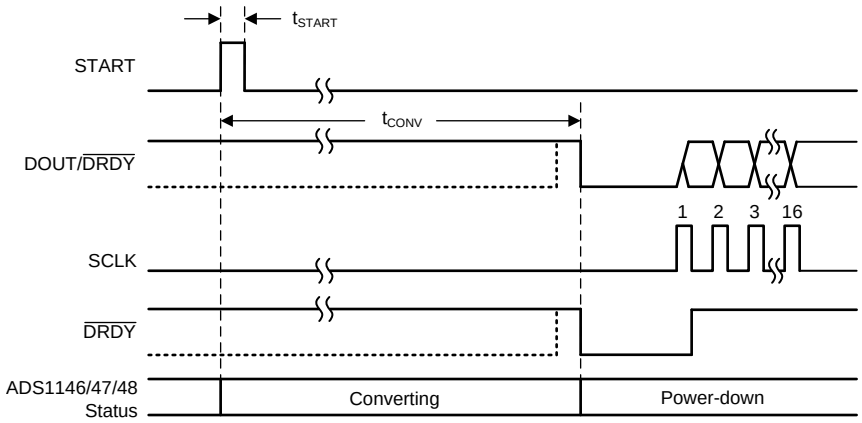

Figure 38. Timing for Single Conversion Using START Pin
The START pin provides precise control of conversions. Pulse the START pin high to begin a conversion, as shown in Figure 38 and Table 9. The conversion completion is indicated by the $\overline{\text{DRDY}}$ pin going low and with the DOUT/$\overline{\text{DRDY}}$ pin when the DRDY MODE bit is 1 in the IDAC0 register. When the conversion completes, the device automatically powers down. During power down, the conversion result can be retrieved; however, START must be taken high before communicating with the configuration registers. The device stays powered down until the START pin is returned high to begin a new conversion. When the START pin returned high, the decimation filter is held in a reset state for 32 modulator clock cycles internally to allow the analog circuits to settle.
Table 9. START Pin Conversion Times for Figure 38 (1)